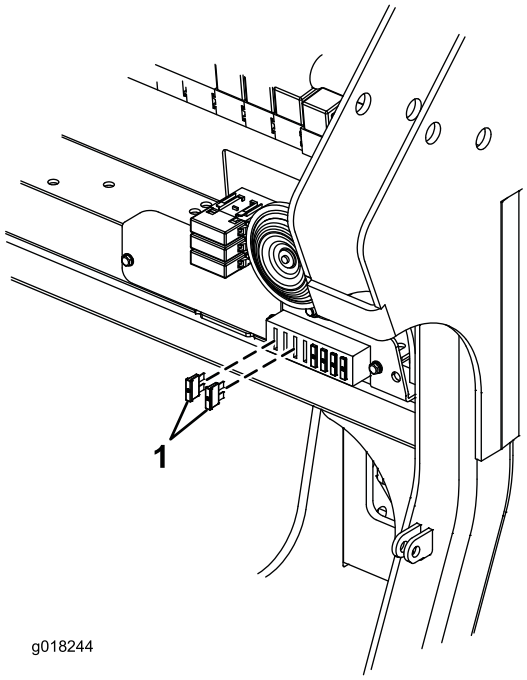

Bild 5
13. Setzen Sie die zwei Sicherungen (15 A) in den Sicherungsblock. Verwenden Sie den 1. und 3. Anschluss vom linken Ende des Sicherungsblocks (Bild 5).